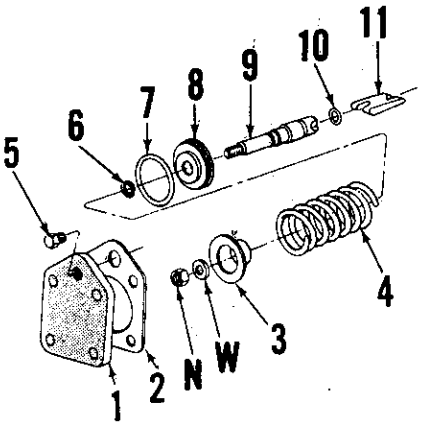
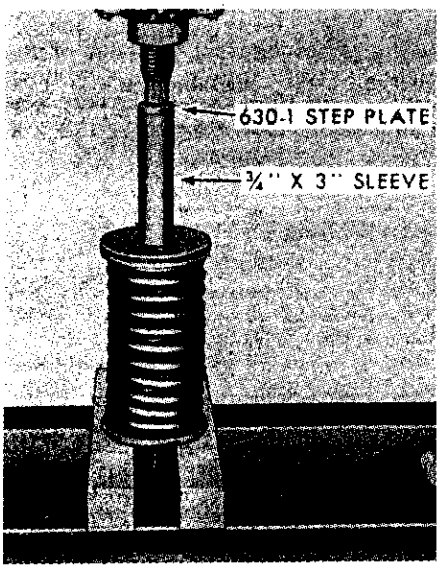

Fig. 260–Exploded view of Servo 1 assembly.
Fig. 261–Compressing servo assembly in hydraulic press to remove nut and washer from piston rod.
The servo sealing "O" rings (7 and 10—Fig. 260) can now be renewed and the servo assembly reinstalled. However, if inspection of unit reveals excessive wear or other defect, proceed as follows to disassemble and overhaul the servo:
259. To disassemble the servo, place the assembly in a press using sleeve and step plate as shown in Fig. 261. Compress the servo spring and remove the nut (N—Fig. 260) and washer (W) from piston rod (9). Slowly release spring tension, remove unit from press and remove the retainer (3) and spring (4). Remove piston retaining snap ring (6), then push or press piston rod from piston. To reassemble, reverse disassembly procedure. When reinstalling piston, be sure sharp edge of snap ring